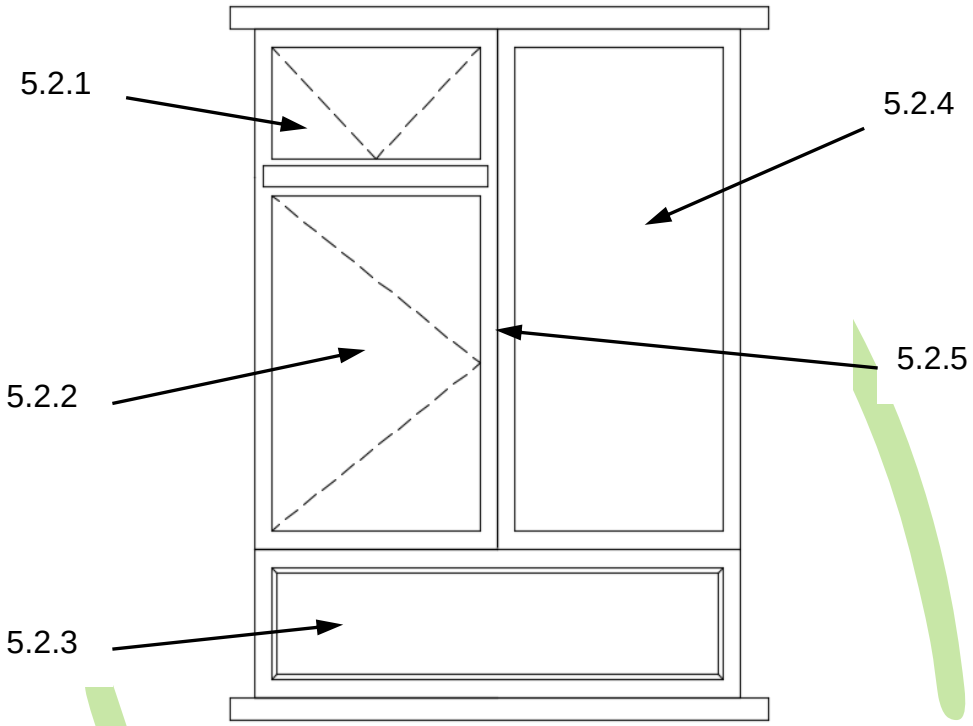

FIGURE 2
5.2 Label the parts in FIGURE 2 by writing only the answer next to the question number (5.2.1–5.2.5) in the ANSWER BOOK.